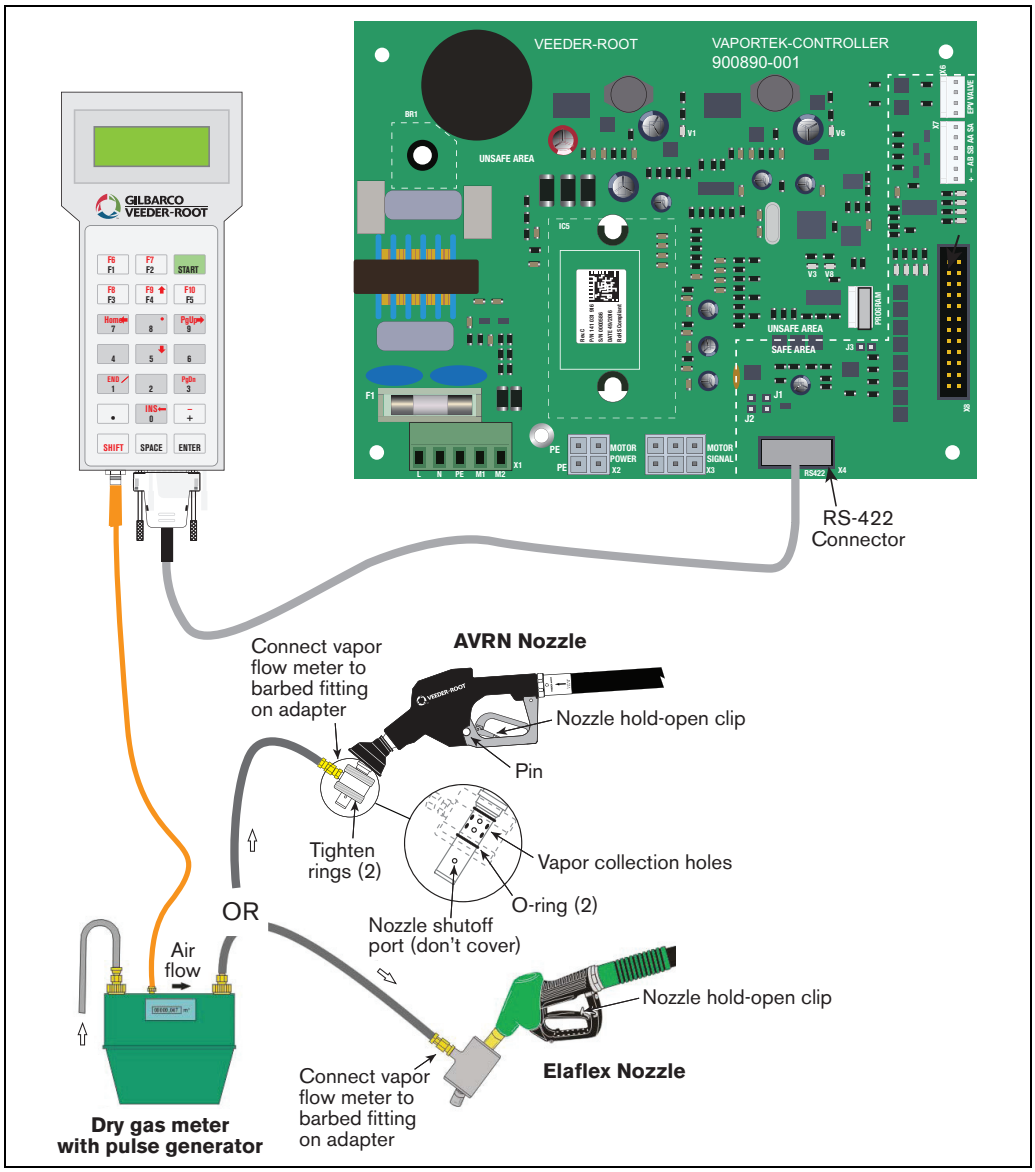

Figure 23. Calibration Setup
5. Remove the nozzle from the dispenser holder and secure the A/L nozzle adapter to the spout of either the ARVN or Elaflex nozzle as appropriate. The A/L adapter o-rings prevent air leakage into the nozzle's vapor collection holes (see nozzle close up detail in Figure 23. After ensuring the nozzle shutoff port is not covered by the adapter body, tighten the two knurled end rings to secure the adapter to the nozzle.